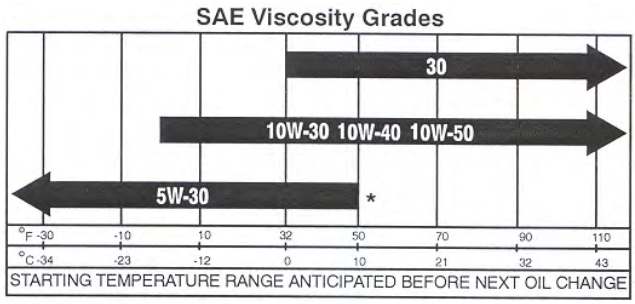

Figura 13
3. El motor utiliza cualquier aceite detergente de alta calidad que tenga la “clasificación de servicio” SH o superior del American Petroleum Institute “API”. Seleccione una viscosidad según la tabla de la Figura 13.